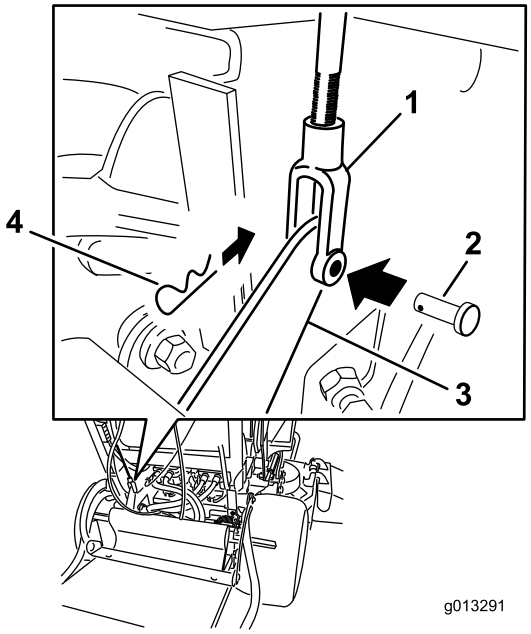

Figur 64
4. For å justere bremsen fjerner du hårnålssplinten og splittpinnen fra den nedre bremsespaken og krysshodet (Figur 64).
7. Fest krysshodet til nedre bremsespake med splittpinne og hårnålssplintpinne (Figur 64).